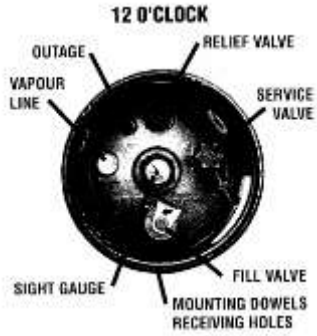

Figure 2
4) Changing a Cylinder (See Figure 2)